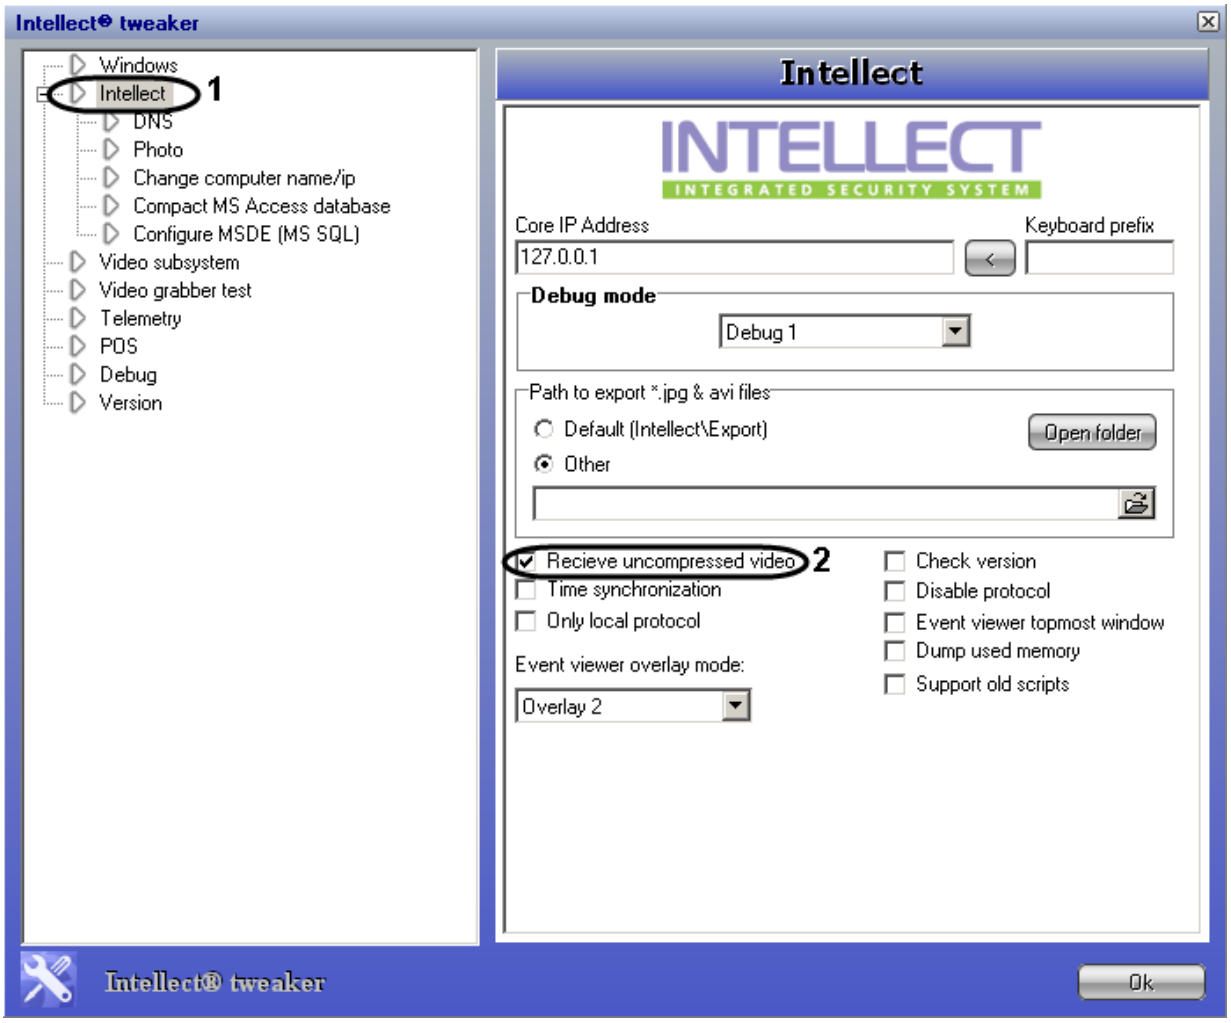

Figure 12.3-17. Enabling receiving uncompressed video
3. Select the Intellect node in the tree on the left side of the utility dialog box (Figure 12.3-17, 1).
4. Check the Receive Uncompressed Video checkbox (Figure 12.3-17, 2).